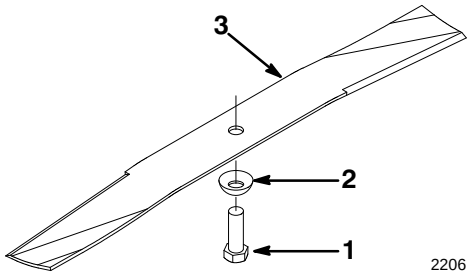

Figure 25
4. REMOVING BLADE–Grasp end of blade using a rag or thickly padded glove. Remove blade bolt, washer and blade (Fig. 25).
6. Reinstall sharp, balanced blade, washer and blade bolt. Sail part of blade must point toward top of mower housing to ensure correct installation. Washer is curved and must be reinstalled with curve side down as shown in (Fig. 25). Tighten blade bolt to 35-40 ft-lb (48-54 N · m).